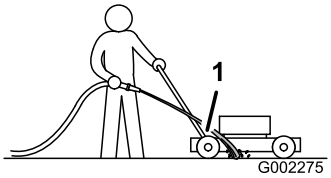

Figura 42
3. Sujete la manguera a la altura del manillar y dirija el agua para que fluya sobre el suelo justo por delante de la rueda trasera derecha (Figura 42).